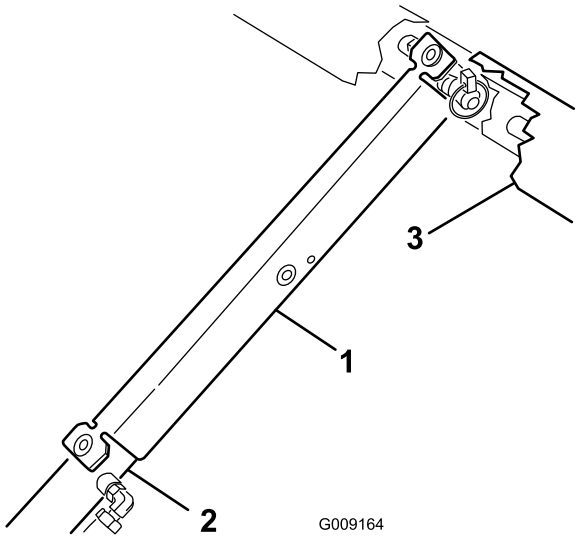

Figur 32
3. Skyv støtten for lasteplanet på sylinderstaget. Påse at den utstikkende delen på støttens ende hviler på enden av sylinderløpet og på sylinderstagenden (Figur 32).